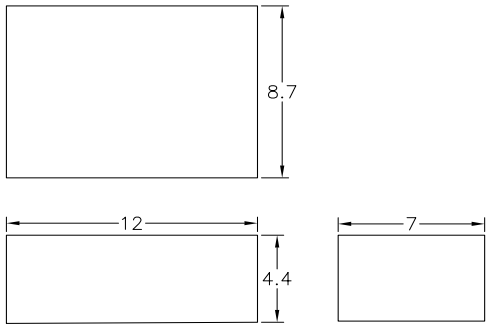

Figure 17-5 *Dimensions placed in appropriate views*
1. Place dimensions in the view that best shows the shape of the object, refer to Figure 17-5. Sometimes dimensions can placed between views according to the availability of space between the views.